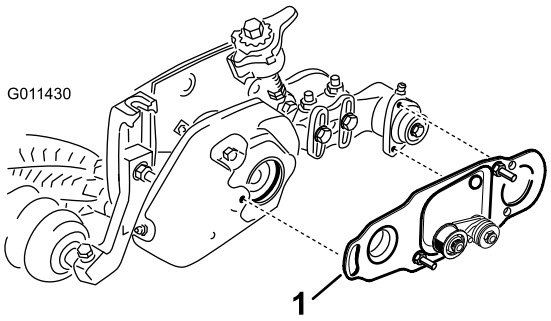

Figura 46
5. Si está instalado un cepillo de rodillo, la placa del cepillo (Figura 46) debe estar paralela a la chapa lateral de la unidad de corte.